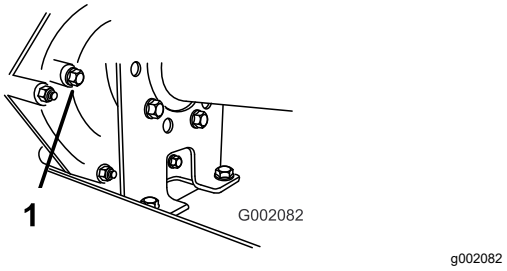

Figur 49
2. Fjern bolten fra niveauindikatorhullet (Figur 49).